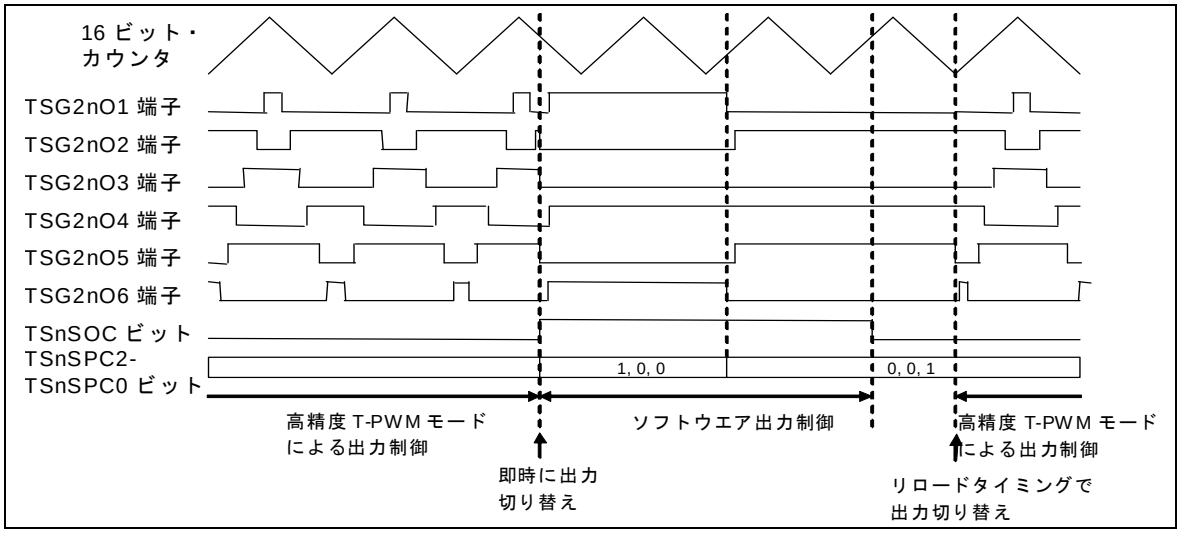

図 15-54 HT-PWM からソフトウエア出力制御機能の切り替え例
*図 15-54「HT-PWM からソフトウエア出力制御機能の切り替え例」*に示すように，TSnSTE = 0 とし，TSnSOC = 1 にしたタイミングで出力を即時に切り替えます。デッド・タイムの設定をしていれば，デッド・タイム期間は保証されます。その後，TSnSOC = 0 にしたタイミングでは出力を保持し，リロード・タイミングが発生した時点で，HT-PWM モードによる出力制御に切り替わります。